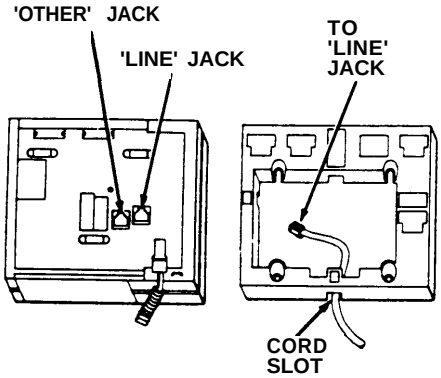

Figure 8
12. Thread one end of the D8W Modular Cord up through the cord slot in the wall mount, and plug the cord into the jack labeled “LINE” on the back of the voice terminal (see Figure 8).